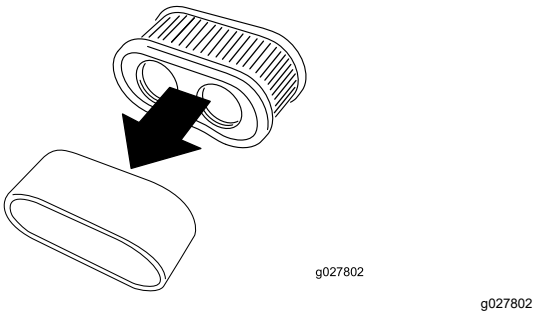

**Figure 37**
5. Separate the foam and paper elements (Figure 37).